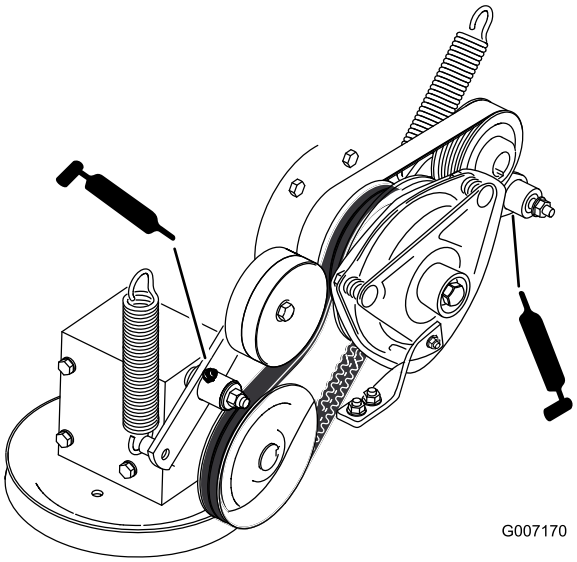

Figur 41
9. Smør lederullarmen for drivremmen (Figur 41).
10. Smør lederullarmen på pumperemmen (Figur 41).